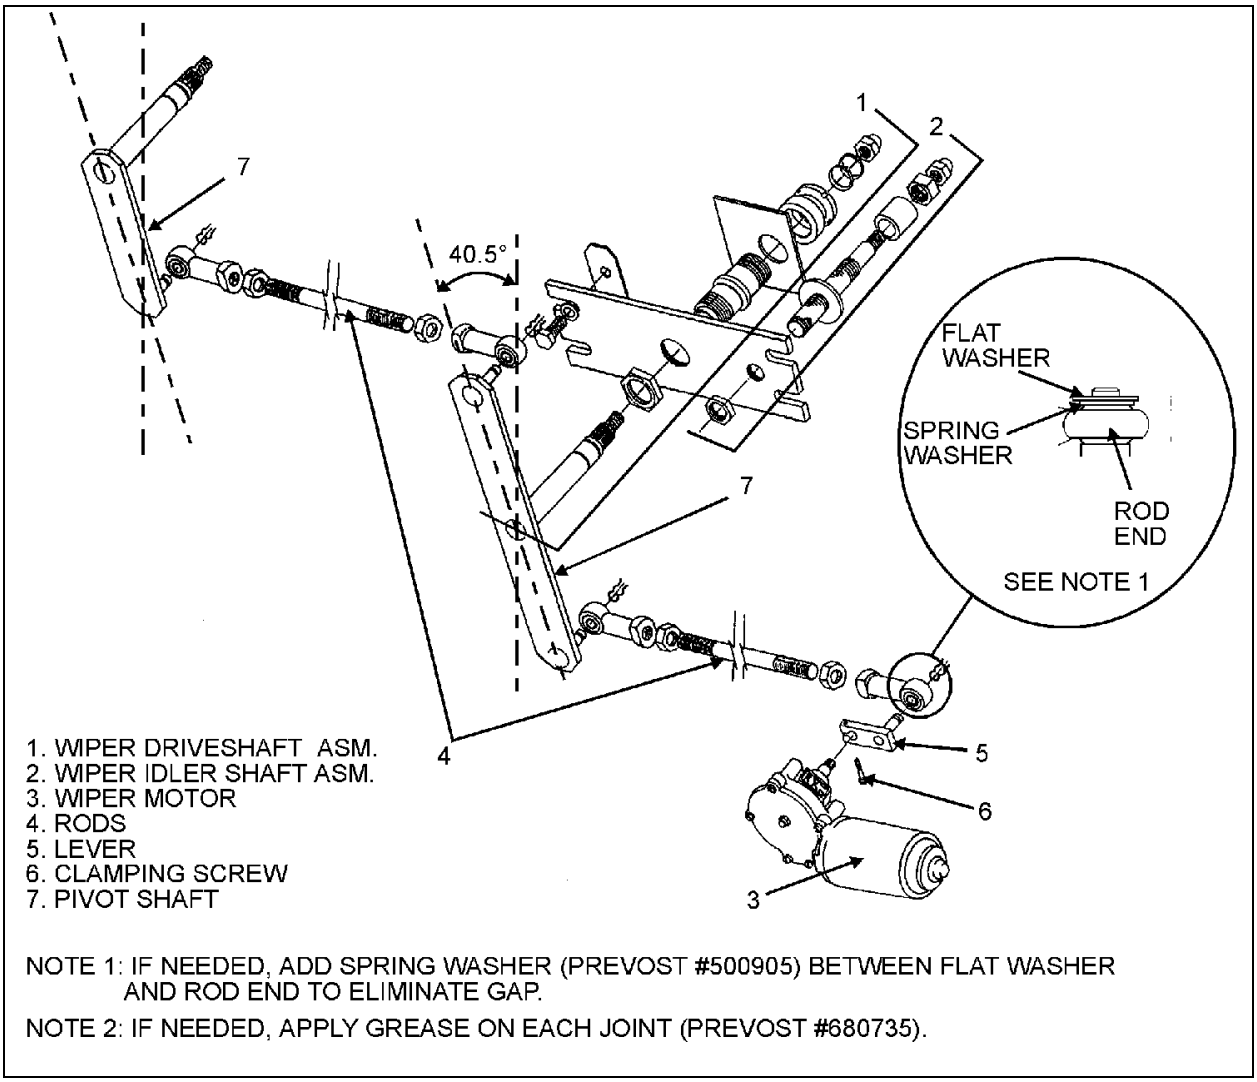

FIGURE 35: LOWER WINDSHIELD WIPER INSTALLATION 23088
4. Adjust the rod located between right pivot shaft and motor to a 40.5^{o} angle (Fig. 35). The motor lever must be on the same axis as the rod.
3. Loosen clamping screw retaining the lever at the end of the motor driving shaft (Fig. 35).